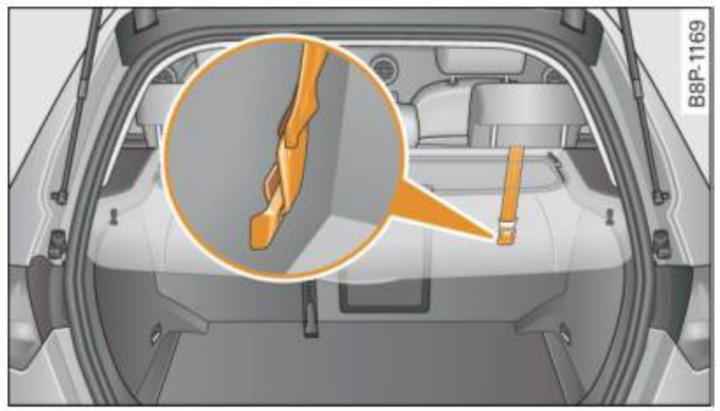

Fig. 157 Tether strap: proper routing and mounting
– Guide the upper tether strap **under** the rear head restraint and into the rear cargo area ⇒ fig. 157 (raise the head restraint if necessary).